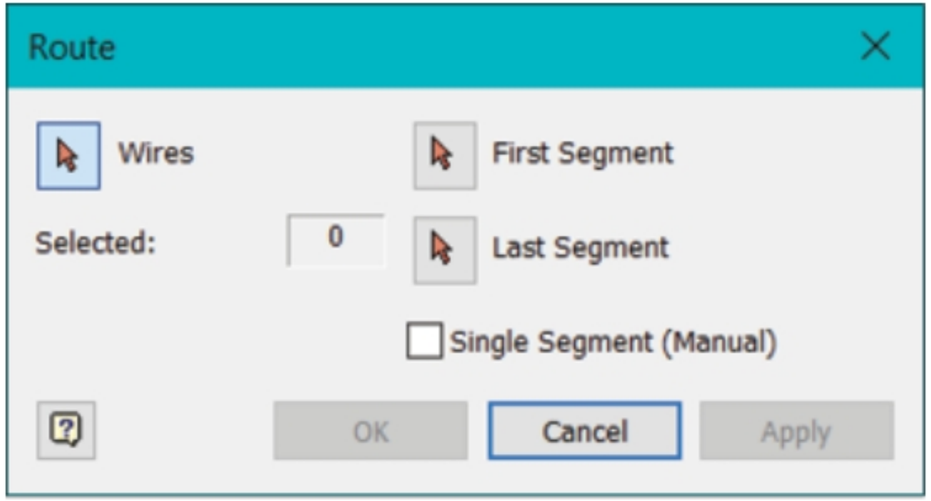

Figure-67. Route dialog box
- Click on the **Route** tool from the **Route** panel in the **Cable and Harness** contextual tab of **Ribbon**. The **Route** dialog box will be displayed; refer to Figure-67.